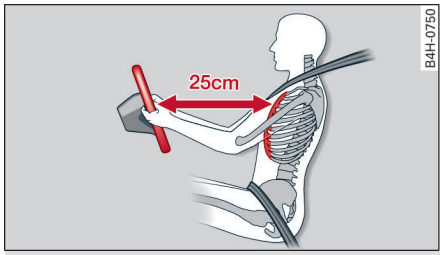

图 177 距方向盘的安全距离
- 对正、副驾驶员来说，与方向盘或仪表板保持至少 25 cm 的距离非常重要 ⇨ *图 177*。如果您未保持最小距离，那么安全气囊系统无法起到保护作用，另外在安全气囊涨开时还会有受伤危险。此外，还必须总是将前座椅和头枕调整至与身材相适合的位置。